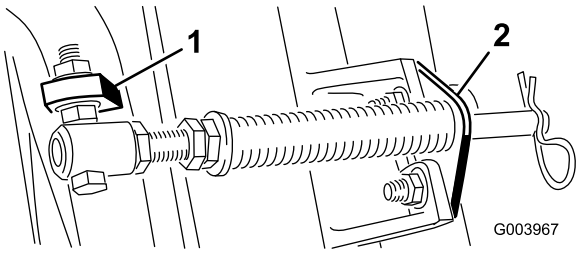

Figura 5
C. Monte el perno del tubo del muelle a la otra pestaña del bastidor de tiro y fíjelo con la tuerca con arandela prensada. La cabeza del perno debe colocarse en el exterior de la pestaña, según se muestra en Figura 5.
D. Monte el soporte de la varilla en las pestañas de la unidad de corte con los pernos de cuello cuadrado y las tuercas (Figura 5).